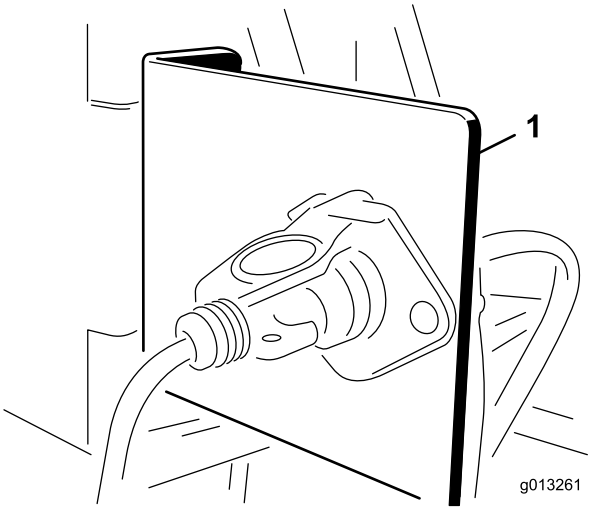

Rysunek 8
1. Zamocuj wspornik gniazda w ustalonym punkcie z tyłu pojazdu holowniczego za pomocą jednego z dostarczonych wsporników montażowych (Rysunek 8).